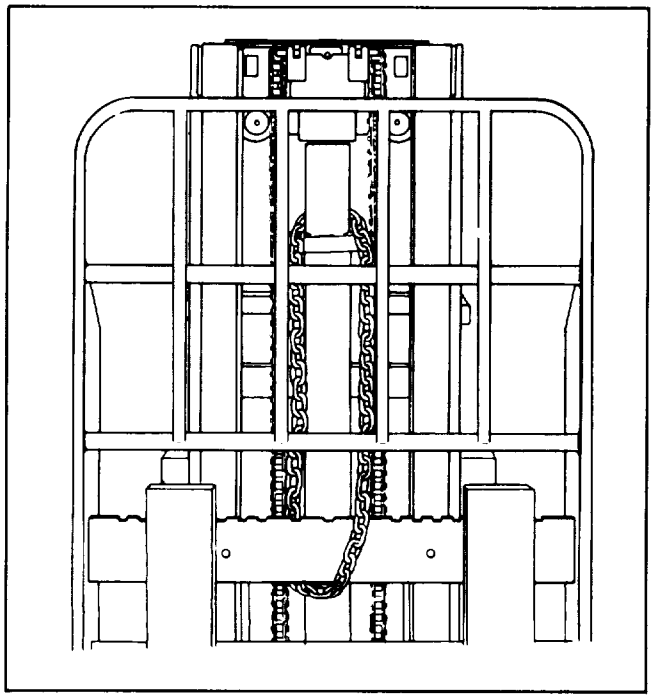

Figure 4-84. Supporting Carriage
b. Raise carriage and secure at its upper limit on upright with a heavy chain as shown in figure 4-84.